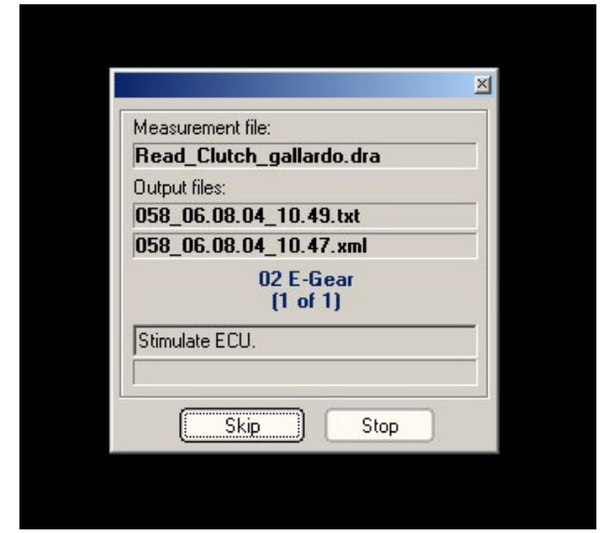

Fig.3
6. The window of the current "**Read_Clutch_murcielago**" measurement file appears (**Fig.3**). Wait for the reading to finish.